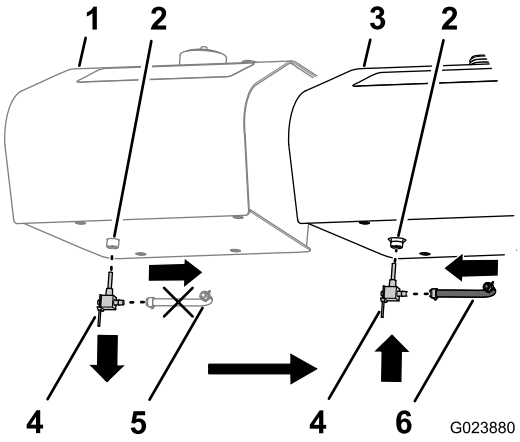
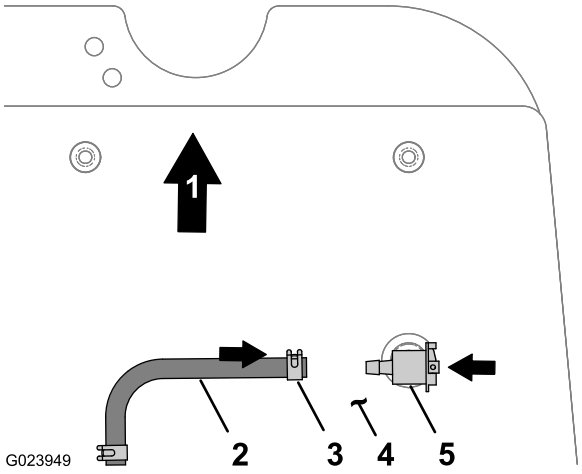

Figure 9
Figure 10
1. Au bas du réservoir de carburant d'origine, débranchez le flexible d'alimentation du raccord du robinet d'arrivée de carburant (Figure 9).
2. Détachez le robinet d'arrivée de carburant du raccord au bas du réservoir d'origine (Figure 9).
5. Insérez et vissez le robinet d'arrivée de carburant dans le raccord du réservoir de carburant provenant du kit d'entretien (Figure 9).
6. Fermez le robinet d'arrivée de carburant et orientez le raccord cannelé vers la gauche, vu du bas du réservoir (Figure 10).
7. Placez un collier provenant du kit d'entretien à chaque extrémité du flexible d'alimentation du kit (Figure 9 et Figure 10).
8. Branchez une extrémité du flexible d'alimentation au raccord cannelé du robinet d'arrivée de carburant du réservoir (Figure 10).